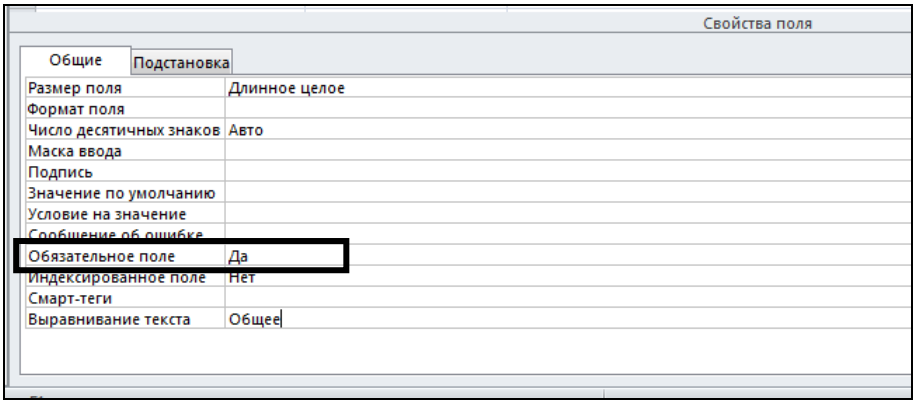

Рис. 2.32. Свойства поля *Код поставщика*
3.5. Свойства поля *Код поставщика* (рис. 2.32).